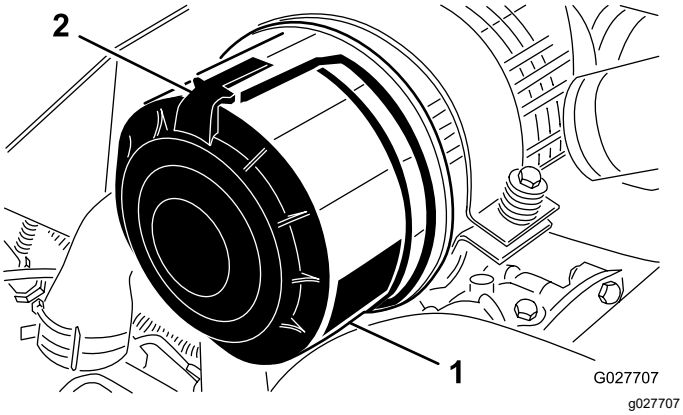

Figuur 57
1. Maak de sluitingen los waarmee het deksel van het luchtfilter is bevestigd aan het luchtfilterhuis (Figuur 57).